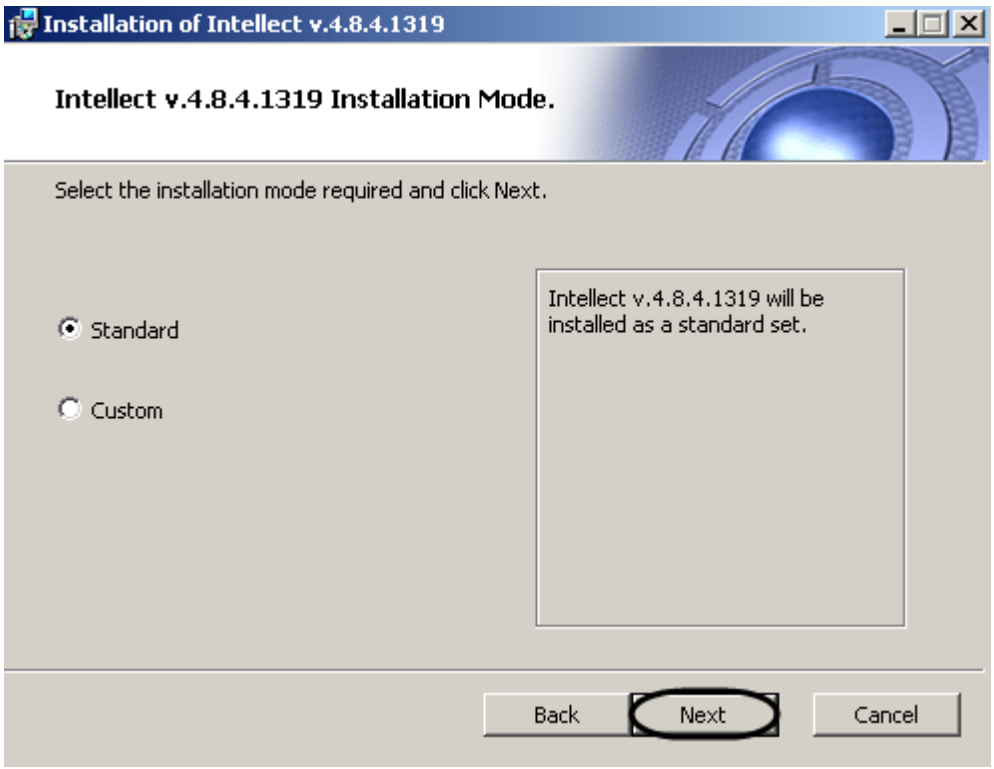

Figure 5.1-11 Installation mode selection
The dialog box of installation mode selection is displayed (Figure 5.1-11).
14. Select the installation mode (Figure 5.1-11).
15. Click the “Next” button (Figure 5.1-11).